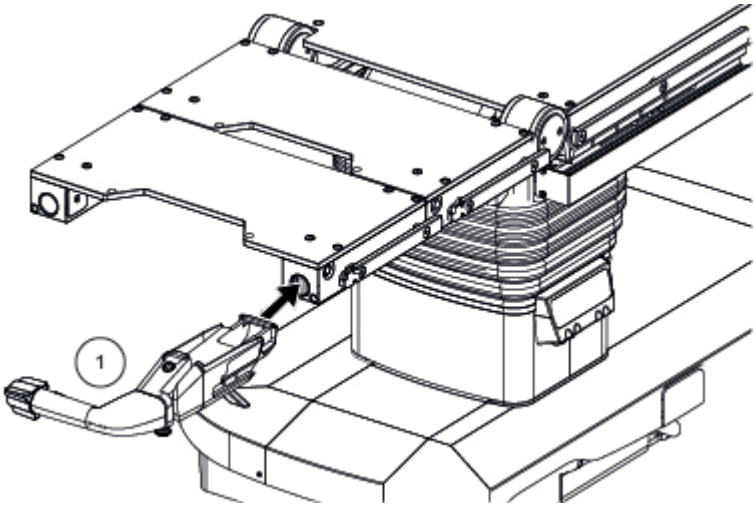

Figure 7-8. Insérer la poignée de transfert motorisée
1. Placer la poignée de transfert motorisée (1) dans le rail et s’assurer que le levier de serrage reste ouvert. Voir *Figure 7-8*.